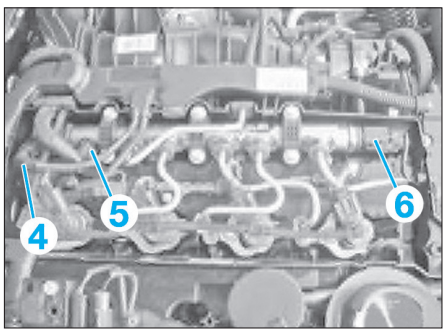

Fig. 66
• Débrancher la conduite haute pression (2) de la rampe (3).
- le connecteur (4) du régulateur de pression **(Fig.66)**,